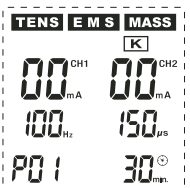

Abb. 12
(14) (K): Spezialprogramme für das Kniegelenk (siehe Abb. 12)